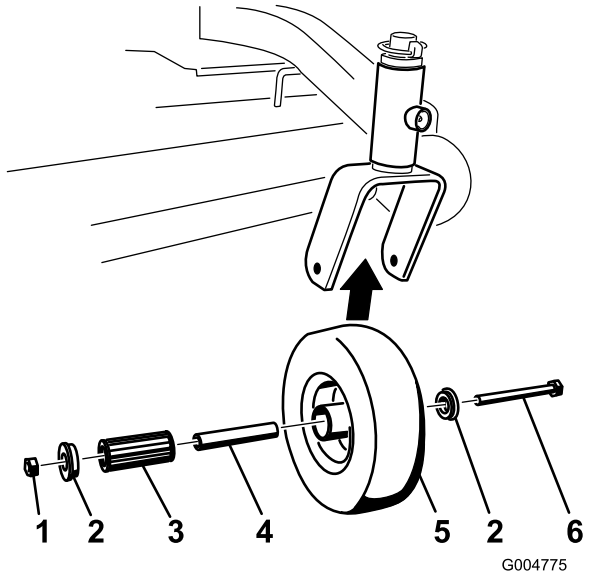

**Figure 45**
1. Enlevez le contre-écrou et le boulon de fixation de la roue pivotante à la chape (Figure 45).
2. Enlevez une bague, puis sortez la douille pour clé et le roulement à rouleaux du moyeu de roue (Figure 45).
3. Enlevez l'autre bague du moyeu, puis nettoyez la graisse et les saletés éventuellement présentes dans le moyeu (Figure 45).
4. Examinez l'usure du roulement à rouleaux, des bagues, de la douille pour clé et de l'intérieur du moyeu. Remplacez les pièces endommagées ou usées (Figure 45).
5. Pour le remontage, placez une bague dans le moyeu de la roue. Lubrifiez le roulement à rouleaux et la douille pour clé, et insérez-les dans le moyeu. Mettez la deuxième bague dans le moyeu (Figure 45).
6. Montez la roue pivotante dans la chape à l'aide du boulon et du contre-écrou. Serrez le contre-écrou jusqu'à ce que la base de la douille pour clé soit en appui contre l'intérieur de la chape (Figure 45).